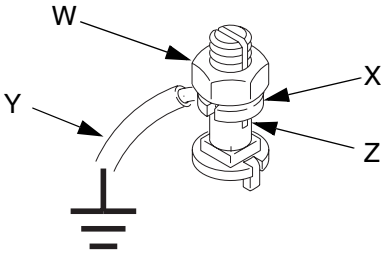

FIG. 7: Tornillo de conexión a tierra
Si tiene el tornillo de conexión a tierra que se muestra en la FIG. 7, afloje la tuerca de seguridad de la orejeta de conexión a tierra (W) y la arandela (X). Introduzca un extremo del cable de conexión a tierra (Y) en la ranura de la orejeta (Z) y apriete firmemente la tuerca de seguridad. Conecte el otro extremo del cable a una tierra verdadera. Pida el conjunto de cable y abrazadera de conexión a tierra 237569.